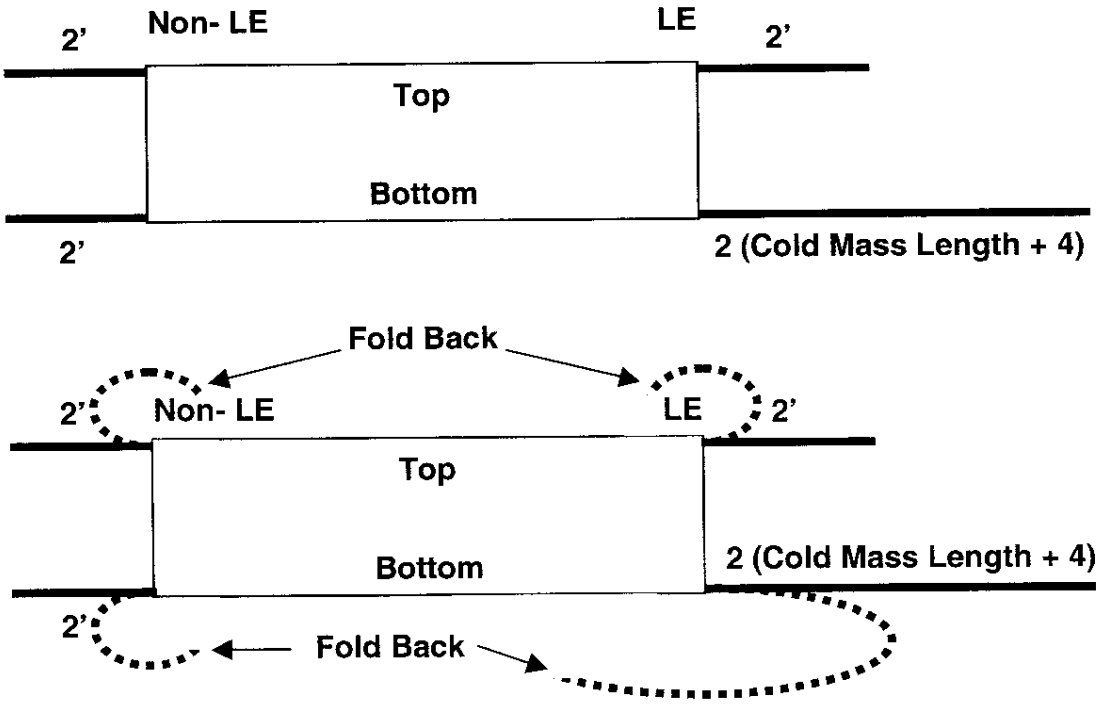

Figure 6.6
6.6 Pull the two pieces of Nomex (MB-430064) through the Bus Slot. Leave two feet of Nomex extending past the end of the Cold Mass at the Lead End and Non-Lead End. Fold top piece over top of Cold Mass and fold bottom piece under bottom of Cold Mass. (As shown n figure 6.6 below)